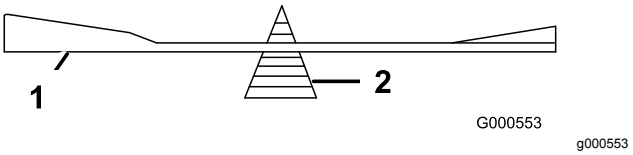

Figur 74
2. Sjekk knivens balanse ved å legge den på en balanseringsinnretning (Figur 74).